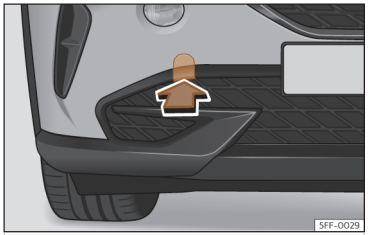

Abb. 199 Auf der rechten Seite des vorderen Stoßfängers: Abdeckung entfernen.
Die Aufnahmen für die einschraubbare Abschleppöse befindet sich im Stoßfänger vorn rechts hinter einer Abdeckung ››› **(Abb. 199)**.
- Drücken Sie die Abdeckung im unteren Bereich heraus und lassen Sie sie am Fahrzeug hängen ››› **(Abb. 199)**.